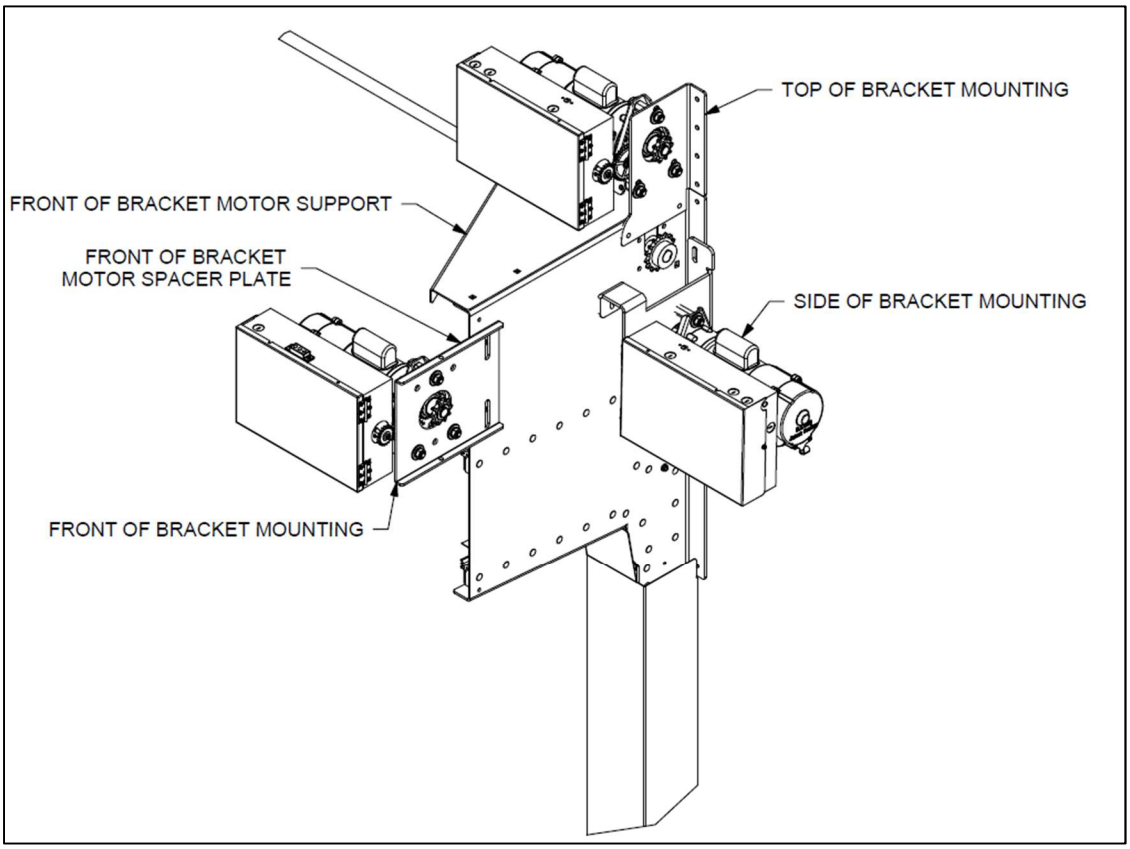

***Figure 20 – MOUNTING CONFIGURATIONS (RIGHT-HAND MOUNT SHOWN)***
54. Locate the motor mounting bracket, per configuration ordered. See **Figure 20** below for possible configurations.